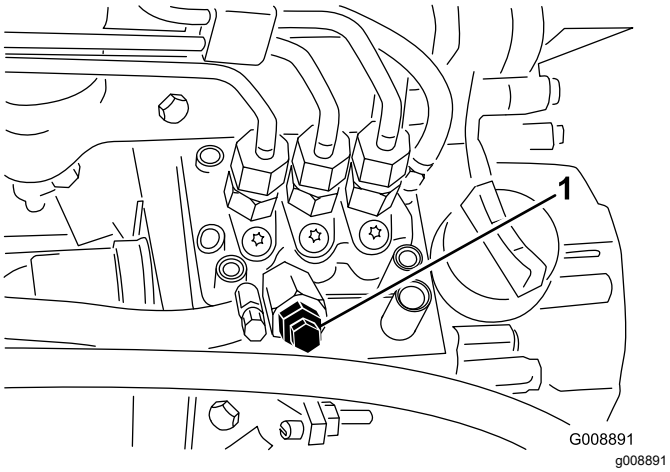

Figur 39
4. Åbn udluftningsskruen på brændstofindsprøjtningspumpen (Figur 39).